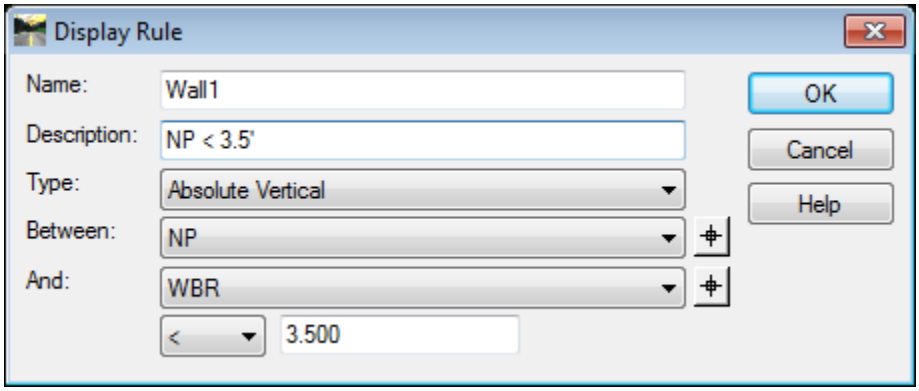
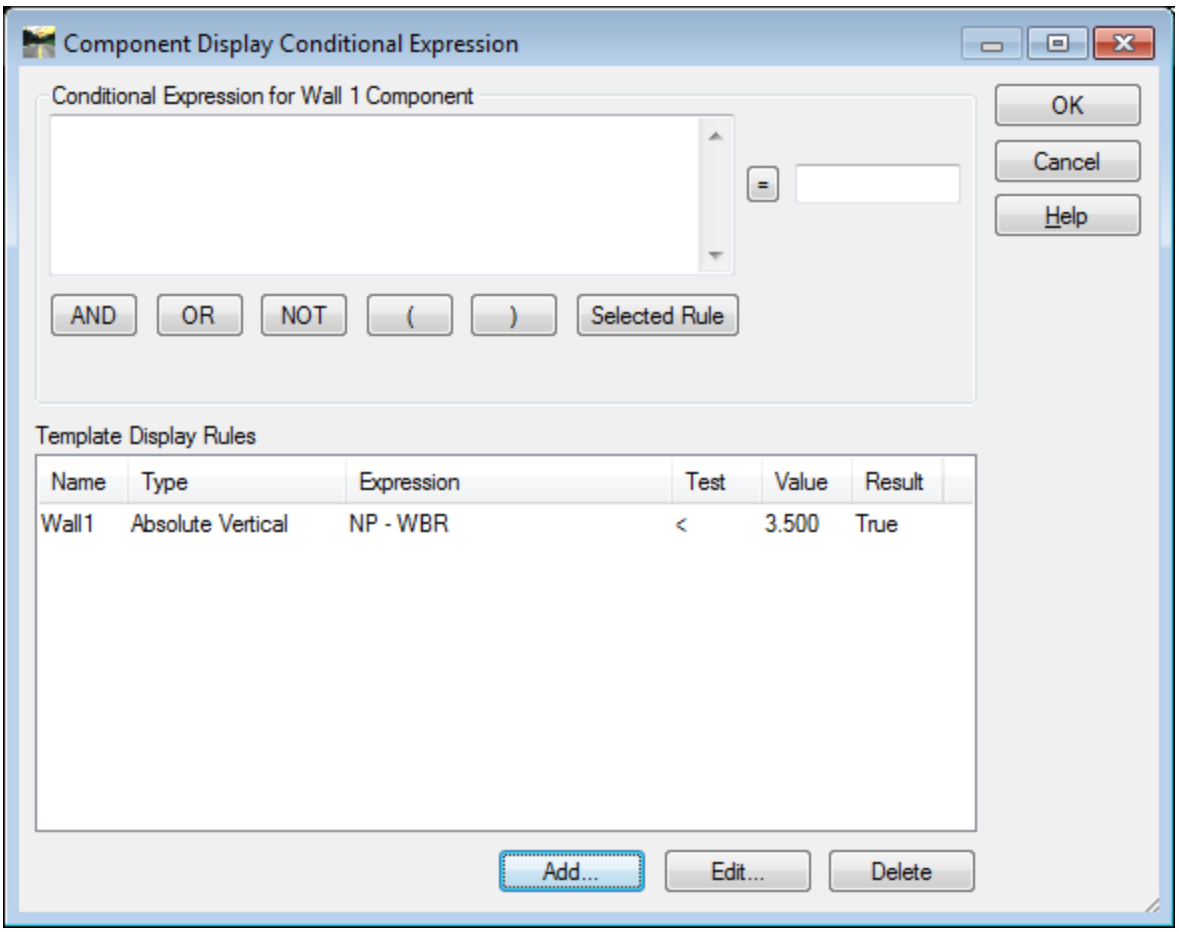

Figure L7-57 Display Rule Dialog
Figure L7-58 Component Display Conditional Expression Dialog
76.	**Create a New Rule called Wall1. This Rule, when applied, will tell the Component Wall 1 to turn off when the Vertical distance between points NP and WBR reach or exceed 3.5'** • Enter the following information: o **Name:** ***Wall1*** o **Description:** ***NP < 3.5'*** o **Type:** ***Absolute Vertical*** o **Between:** ***NP*** o **And:** ***WBR*** o < **3.500** • Verify your entries match those shown in *Figure L7-57*. • Click **OK**. You are returned to the **Component Display Conditional Expression** dialog as shown in *Figure L7-58* with the new Display Rule **Wall1** showing in the **Template Display Rules** field which makes it available to select as a rule to apply to a Component.